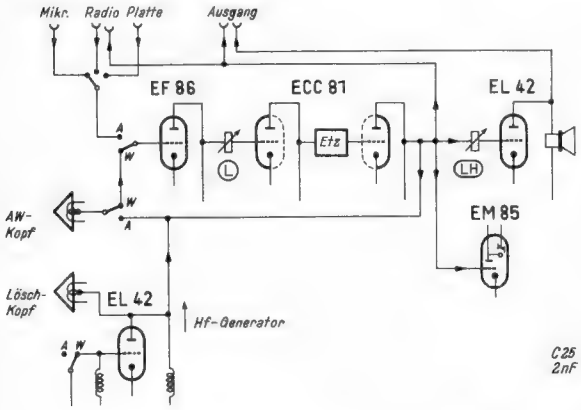
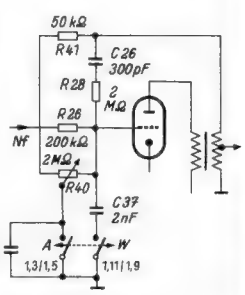

Bild 3. Blockschaltung des Aufnahme-Wiedergabeverstärkers
Bild 4. Schaltung des kombinierten Mithör- und Klangfarbereglers
Da für Aufnahme und Wiedergabe die gleichen Röhren und ein kombinierter AW(Hör-Sprech)-Kopf Verwendung finden, enthält das Schaltbild zahlreiche Umschaltkontakte. Es läßt sich deshalb nicht ganz leicht überblicken, so daß man sich zweckmäßig zunächst grob mit Hilfe der Blockschaltung *(Bild 3)* orientiert. Das Gitter der Vorverstärkerröhre EF 86 liegt in Aufnahmestellung über einen Dreifach-Umschalter (Drucktasten) an einem der drei Eingänge, bei Wiedergabe am AW-Kopf. Auf den anschließenden Hauptlautstärkeregler L folgt ein zweistufiger Entzerrer-Verstärker mit der Röhre ECC 81. Die zwischen den beiden Triodensystemen ein-
Die Doppelfunktion des in Bild 3 mit LH und im Hauptschaltbild mit R 40 bezeichneten Reglers erklärt *Bild 4*. Bei Wiedergabe sind die beiden Schalterkontakte 1,3/1,5 und 1,11/1,9 offen. Der Regler R 40 wirkt in Verbindung mit C 25 als normale Tonblende (Höhenregler), die aber nur die Wiedergabe mit dem eingebauten Lautsprecher beeinflußt. Für die beiden anderen Ausgänge „Radio" und „Ausgang über Klemme 3" ist die Tonblende unwirksam, weil R 26 als Entkopplungswiderstand wirkt. Über 50 kΩ, 300 pF, 2 MΩ erhält die Endröhre eine Gegenkopplungsspannung aus der Lautsprecherwicklung des Ausgangsübertragers, die eine Brummkompensation hervorruft. In Schalterstellung Aufnahme (A) liegt der Schleifer des Reglers an Masse, so daß R 40 mit R 26 einen Spannungsteiler bildet. Je weiter rechts der Schleifer steht, um so mehr Tonspannung bricht an R 26 zusammen und um so leiser wird die Lautsprecher-Wiedergabe während der Aufnahme. R 26 sorgt auch jetzt dafür, daß die Reglerstellung keinen Einfluß auf die vorhergehenden Röhren ausübt. Der 2-nF-Kondensator C 37 macht im Wiedergabelautsprecher die Aufnahme-Vorentzerrung rückgängig, damit man beim Mithören keinen falschen Klangeindruck bekommt.